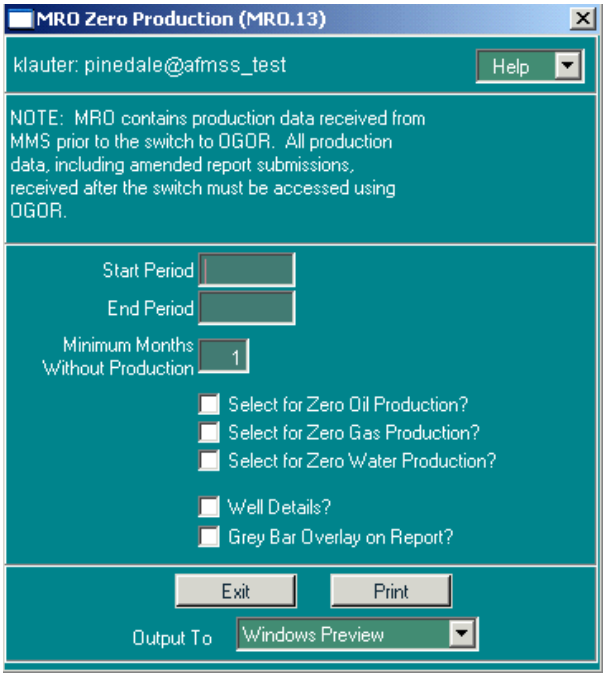

Figure 6-13: MRO Zero Production (MRO.13) Window
1. From the *Non-Indian AFMSS Main Menu* select **MRO/MRO Reports** and click **Zero Production (MRO.13)** to launch the *MRO Zero Production (MRO.13)* window (Figure 6-13).